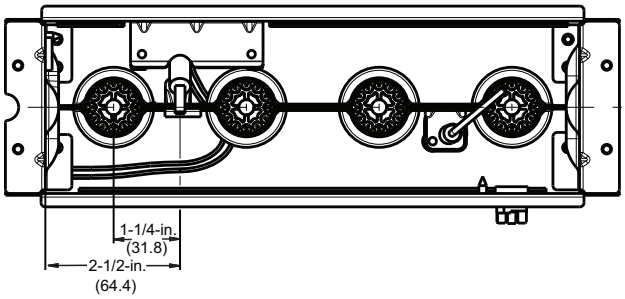

**Fig. 23 - Igniter Position - Back View**
4. Verify igniter to burner alignment. See Fig. 23 and 24.